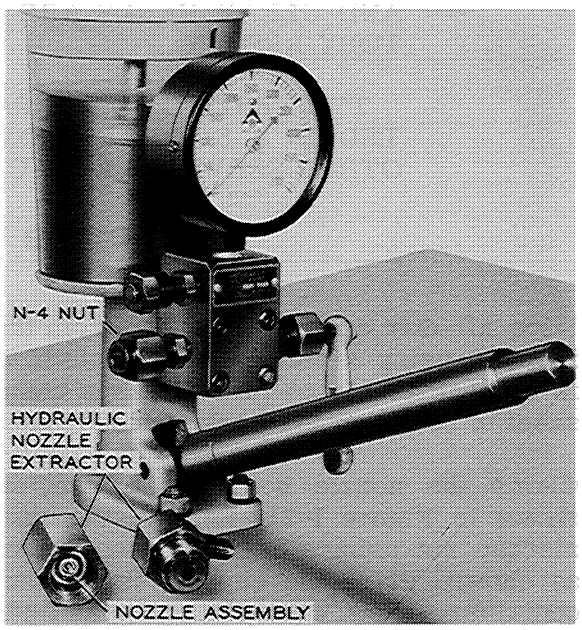

Figure I-24
Nozzles that cannot be readily disassembled after soaking in carbon solvent, should be placed in the CD-534 Hydraulic Nozzle Extractor, Figure I-24. The CD-534 Hydraulic Nozzle Extractor can be installed on either the Bacharach or American Bosch Nozzle test stand. The nozzle extractor utilizes the hydraulic pressure developed by the nozzle test stand to force the nozzle valve out of the nozzle body.
b. Install the stuck nozzle assembly in the nozzle extractor, Figure I-24.